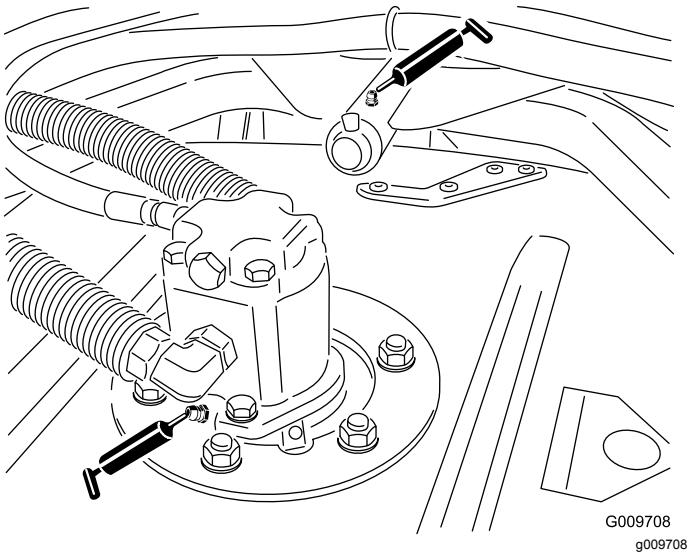

Figur 52
- Klippenhetens spindelaxellager (2 per klippenhet) (Figur 52)
- Klippenhetens bärarmsbussningar (1 per klippenhet) (Figur 52)